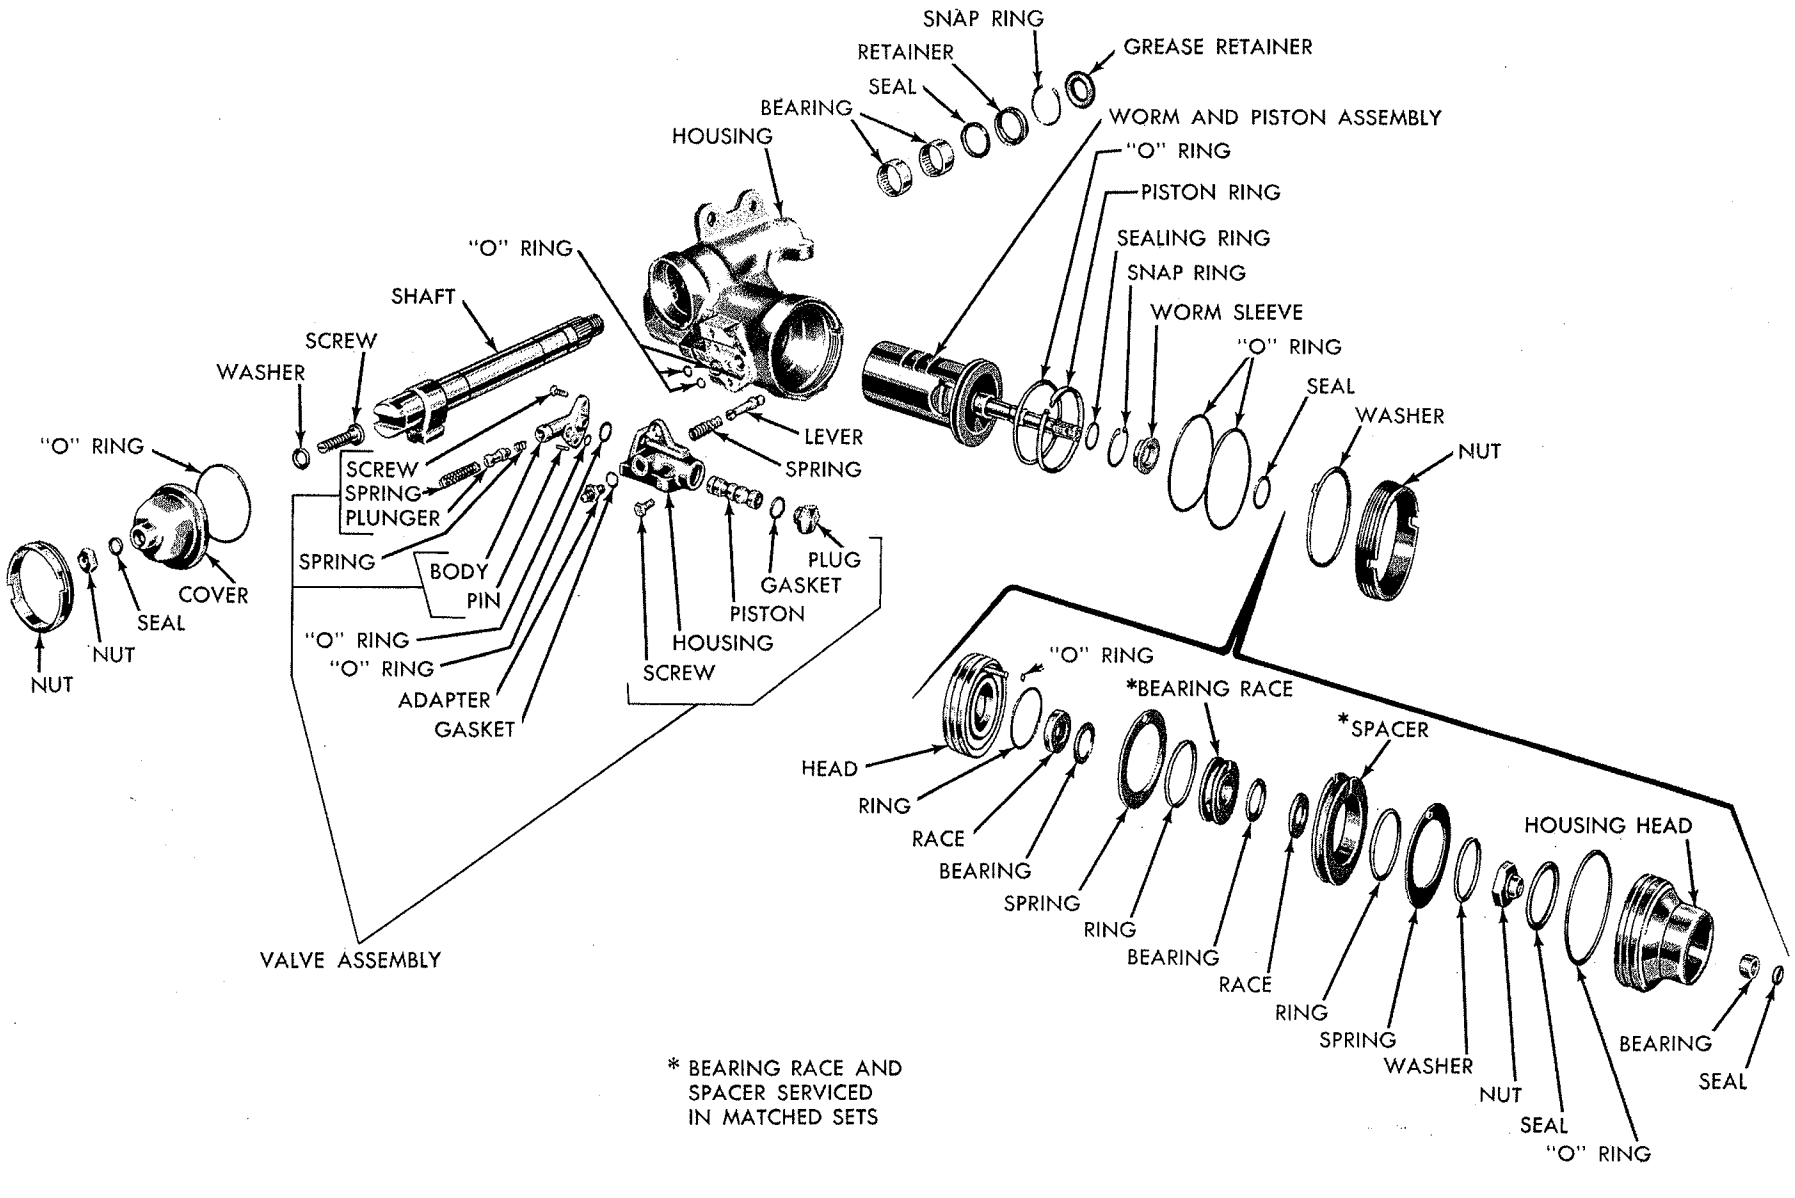

***Fig. 13—Steering Gear Disassembled View***
(10) Place power train vertically in a vise equipped with soft jaws to avoid damaging piston assembly. See Fig. 13 for parts identification.
(28) Place piston assembly in a vertical position (wormshaft up) in a vise equipped with soft jaws.
(29) Inspect cylinder head ferrule oil passage for obstructions and the lands for burrs, then lubricate the two large "O" rings and install them in the cylinder head grooves (Fig. 13).
(30) Install worm sleeve seal, sleeve and snap ring (if removed). Make sure snap ring is seated in groove.
(31) Install lower reaction seal (O-ring) in cylinder head groove.
(32) Slide cylinder head assembly (ferrule up) on wormshaft. Check wormshaft seal ring making sure gap is closed to avoid damaging the ring as the cylinder head moves against piston flange.
(33) Lubricate with power steering fluid, and install parts in the following order: